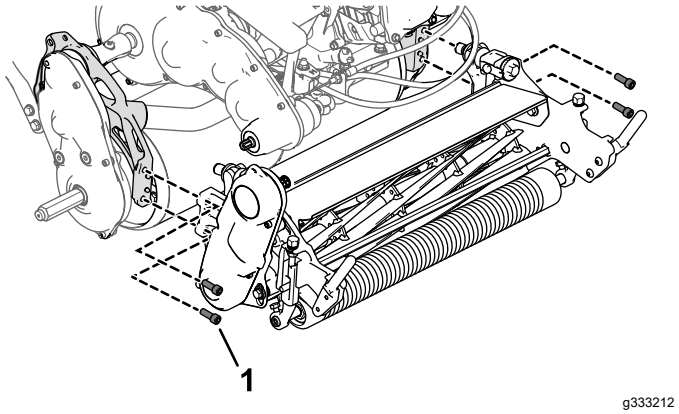

Figur 6
1. Bruk fire skruer med innvendig sekskant for å montere klippeenheten til rammen (Figur 6).